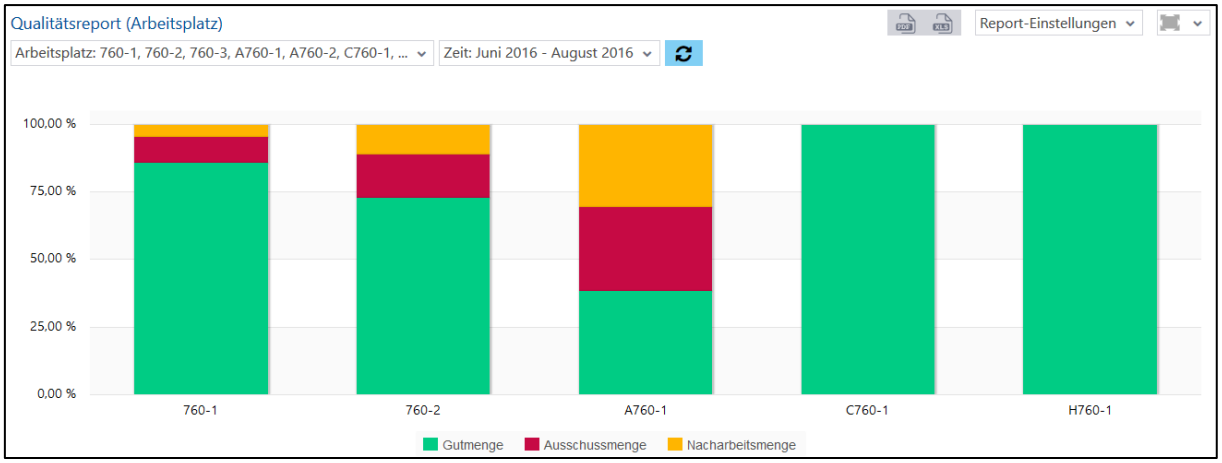

**Bild 101: Qualitätsreport (Arbeitsplatz) als Säulendiagramm**
- Qualitätsreport (Arbeitsplatz) als Säulendiagramm (Bild 101):